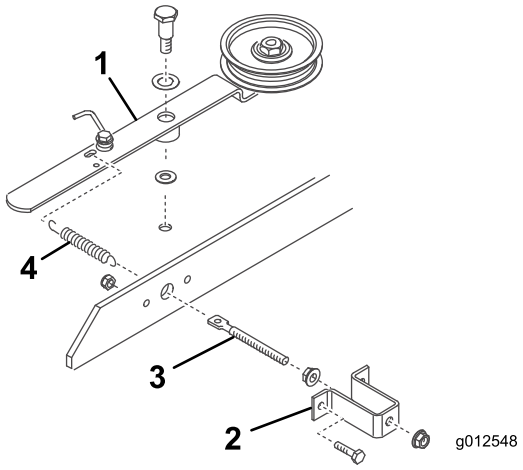

Figure 20
3. Vissez un écrou à embase (5/16 x 18 po) sur environ 5 cm de la tige filetée (Figure 20).
4. Insérez l'extrémité de la tige filetée dans le grand trou du support de ressort et fixez-la légèrement avec un autre écrou à embase (5/16-18 po) (Figure 20). Ne serrez pas les écrous à embase.
5. Insérez l'autre extrémité de la tige filetée dans le trou de la barre de liaison et fixez le support de ressort à la barre avec 2 boulons et contre-écrous (Figure 20).
6. Accrochez la boucle courte du ressort dans le trou de la tige filetée et accrochez la longue boucle dans le bras de tension (Figure 20).
7. Montez le bras de la poulie de tension sur le plateau à l'aide des pièces suivantes et dans l'ordre suivant : une vis de pivot (3/8-16 po), une rondelle de butée (1/2 po), le bras de tension, une rondelle de butée (3/8 po), le plateau et un contre-écrou (3/8-16 po) (Figure 20). (Ne serrez pas les écrous à embase sur la tige filetée à ce stade. Ajustez la tension du ressort après avoir installé le ventilateur et la courroie.)